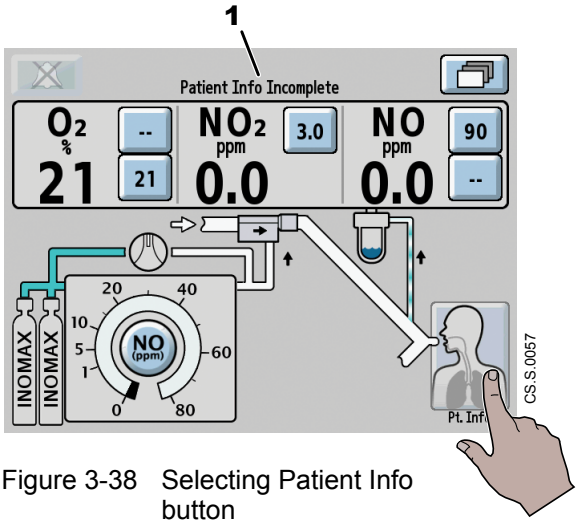
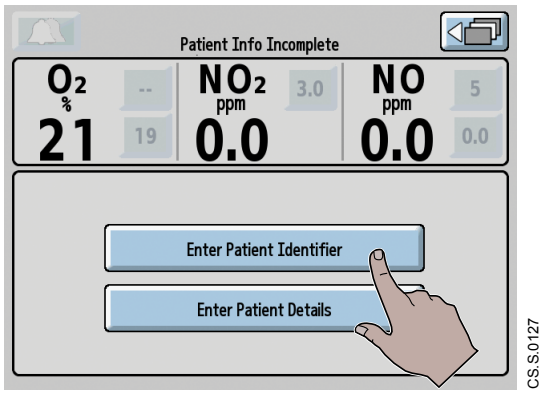

Figure 3-38 Selecting Patient Info button
Figure 3-39 Selecting Enter Patient Identifier button
1. At the lower right corner of the **Main screen** (Figure 3-38), select the **Patient Info button**.
2. If a patient identifier has not been entered, the **"Patient Info Incomplete" message** remains at the top of the **Main screen** (**1**, Figure 3-38). At the next screen, select the **Enter Patient Identifier button** (Figure 3-39).